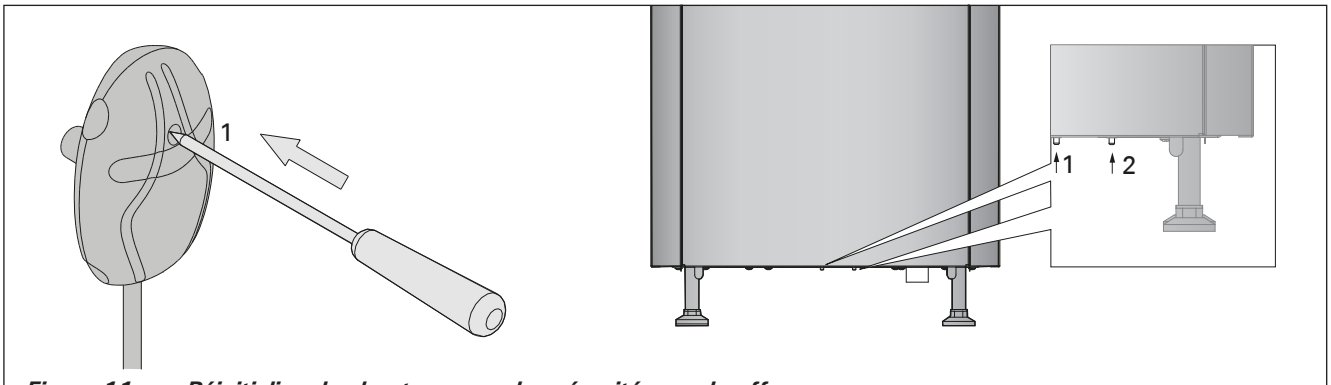

Figure 11. Réinitialiser les boutons pour les sécurités surchauffe.
Voir figure 11. Si la température de la cabine de sauna devient dangereusement élevée, la sécurité-surchauffe (1) coupe définitivement l'alimentation du poêle. Il est possible de remettre la sécurité-surchauffe (1) à zéro lorsque le poêle a refroidi. Veuillez vérifier que les pierres soient correctement empilées et que le capteur soit installé conformément aux instructions d'installation. Se reporter également aux instructions d'installation relatives au centre de contrôle.